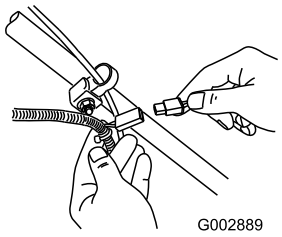

Figur 39
1. Koble laderen til gressklipperens ledningsfastspenner som sitter under tenningsnøkkelen (Figur 39).